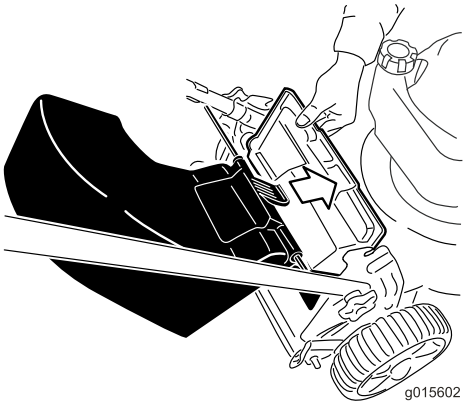

Figur 18
1. Lyft upp den bakre gräsriktaren (Figur 18).
2. För in gräsuppsamlarens handtag i spåren på handtagsfästena (Figur 18).